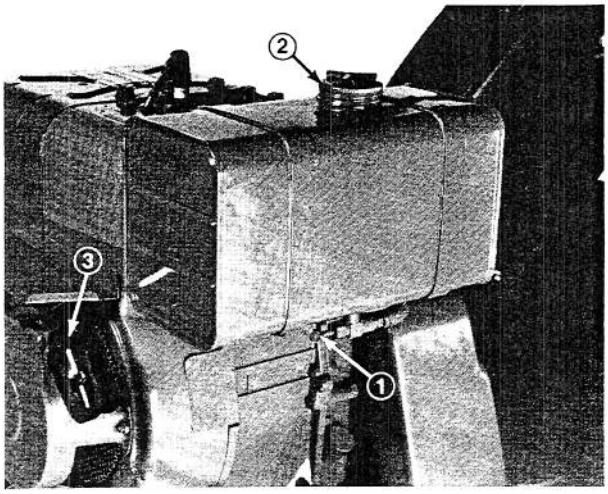

Figure 19
Fuel Shut-Off Valve (Fig. 19) – Close valve to stop fuel flow from fuel tank and open valve to allow fuel to flow to the carburetor.
Recoil Starter (Fig. 19) – Pull recoil starter to start engine.
3. Open fuel shut-off valve (Fig. 19).
6. Grasp recoil starter handle (Fig. 19) and pull it out slowly until positive engagement results; then pull vigorously to start the engine. If gasoline drips out of carburetor while trying to start engine, engine is choked too much. Therefore, move choke fully up and pull recoil starter several times to clear the carburetor and engine.